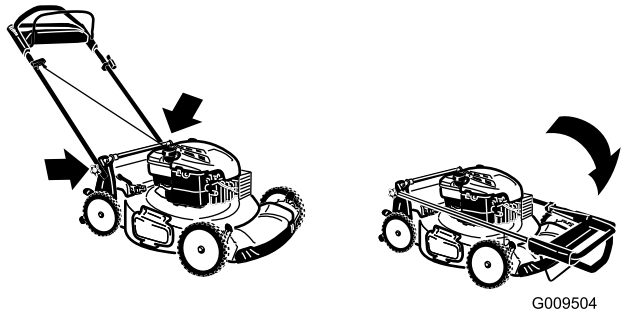

Figur 31
3. Fold det øverste håndtag fremad som vist på Figur 31.